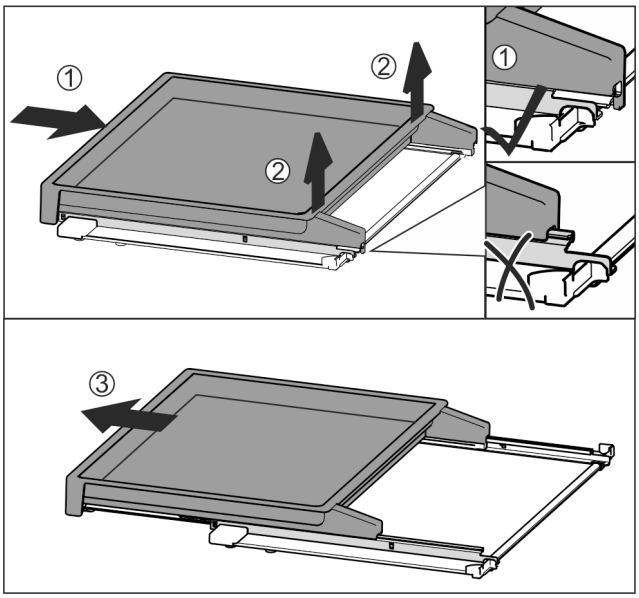

Fig. 115
▶ Împingeți complet raftul extractibil în interior *Fig. 115 (1)*.
▶ Desfaceți blocarea din partea din spate *Fig. 115 (2)*.
▶ Extrageți raftul extractibil către înainte *Fig. 115 (3)*.